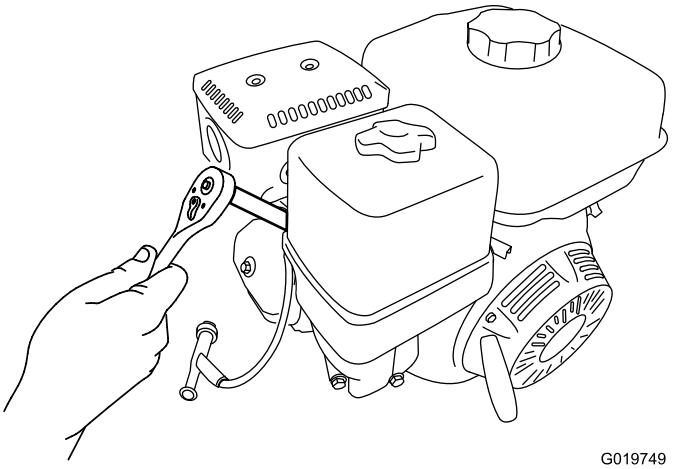

Figura 48
5. Gire la bujía en sentido antihorario usando una llave para bujías de 21 mm (13/16") para desmontar la bujía y la junta (Figura 48).
2. Gire la bujía en sentido horario usando una llave para bujías de 21 mm (13/16") hasta que la bujía y la junta estén asentadas (Figura 48).